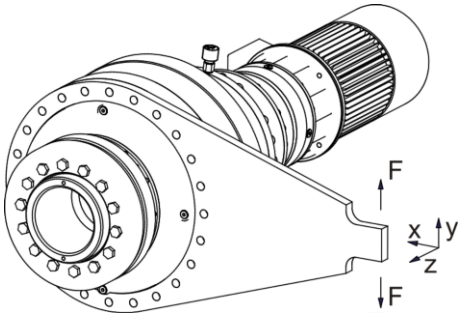

Rys. 37: przekładnia z drążkiem oporowym
1. W przypadku, gdyby na przekładni był zamontowany drążek oporowy (Rys. 37), musi on swobodnie poruszać się w osi x, y i z. W kierunku osi y musi być zachowana ruchomość w zakresie 0,5 – 1 mm.